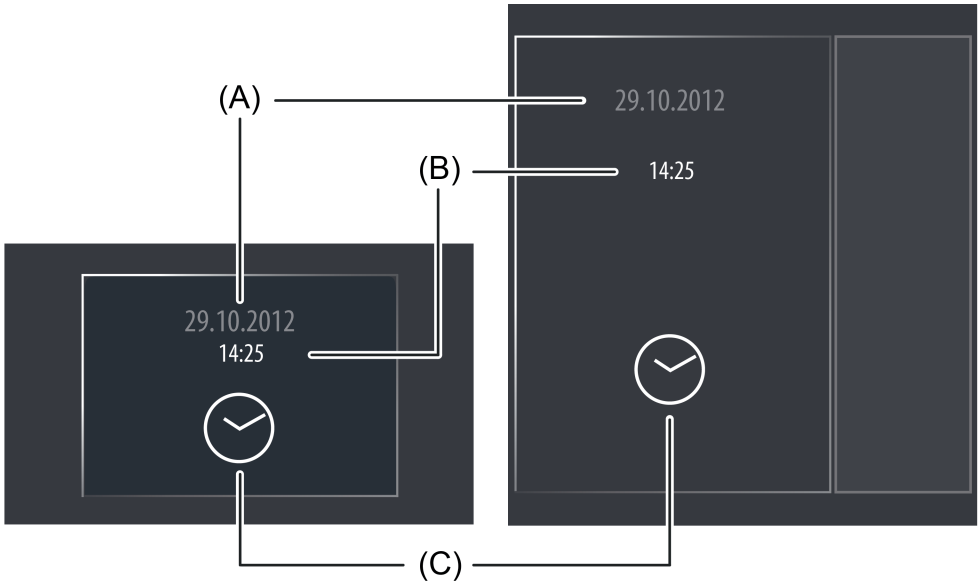

Bild 45: Beispiel für ein Anzeigeelement der Funktion "Datum / Uhrzeit"
Der Anzeigebereich enthält verschiedene Darstellungselemente (Bild 45), die durch Parameter beeinflusst werden. Die Anzeige des Datums (A) kann oberhalb oder unterhalb der Uhrzeit (B) erfolgen. Dies legt der Parameter "Datum Zeit Format" fest. Optional kann auch nur das Datum oder nur die Uhrzeit zur Anzeige gebracht werden. Die Parameter "Anzeigeformat Datum" und "Anzeigeformat Uhrzeit" definieren die Formatierung der Darstellungselemente und erlauben die Anpassung der Datums- und Zeitanzeige an internationale Systeme.